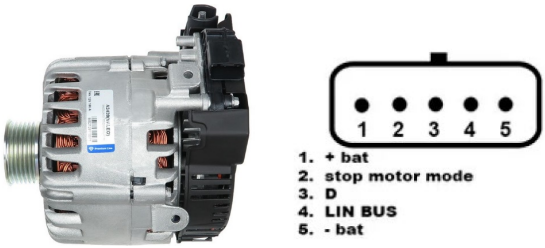

Рисунок 25. Генератор Valeo IST60C017 и обозначение терминалов в разъёме
3. Подключите тестер с помощью кабеля MS-33501 к терминалам генератора согласно цветовой маркировке кабеля (см. раздел 1). Подключение генераторов типа **I-StARS** выполняется с помощью кабеля MS-33502, пример подключения описан ниже см. рис. 25 и таблицы 5.
В качестве примера на рис. 25 и таблице 5 приведена схема подключения генераторов типа **I-StARS**.